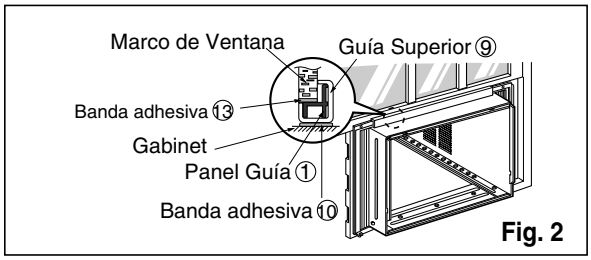

Fig. 2
1. Retire el tapón de plástico y deslice el chasis fuera del armario. (Ver Fig.2)
2. Hale hacia abajo la parte inferior de la ventana hasta que se una detrás de la guía superior. (Ver Fig.2)